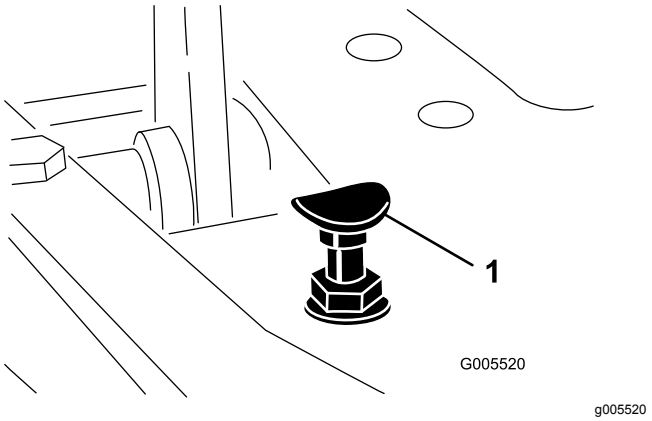

Figur 54
For å oppnå maksimal transporthastighet, må du sette styrespaken i Transport-stilling og trykke inn trekkpedalen. Hvis du kan tråkke pedalen helt inn (Figur 54) før det er spenning i kabelen, er det nødvendig med en justering.
1. Sett styrespaken i transport-stillingen og løsne på låsemutteren som fester pedalstopperen til gulvplaten (Figur 54).